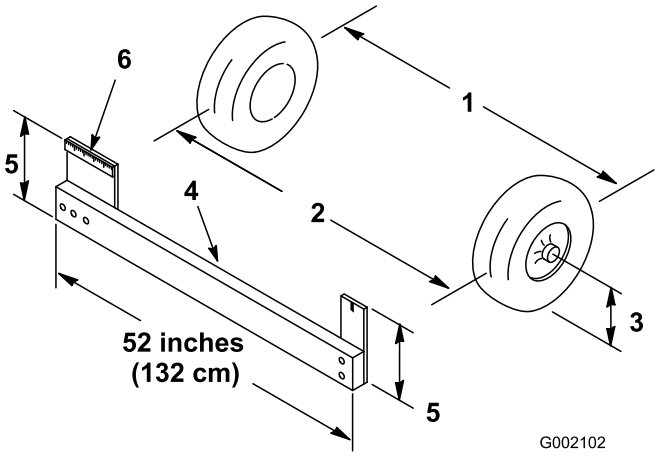

Figur 11
1. Mål avstanden mellom begge forhjulene ved akselhøyde, både foran og bak på forhjulene (Figur 11). Det er nødvendig med et feste eller en justeringsmåler for å måle baksiden av forhjulene ved akselhøyde. Bruk det samme festet eller den samme justeringsmåleren til å måle fronten av forhjulene ved akselhøyde (Figur 11).